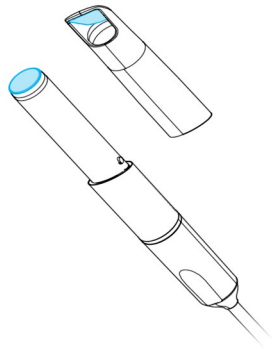

Figura 8: Pulire le ottiche del manipolo e del puntale removibile
2. Pulire le ottiche sul puntale removibile del manipolo e sul manipolo (senza puntale removibile) *(Vedi Figura 8: Pulire le ottiche del manipolo e del puntale removibile, p. 35)*.